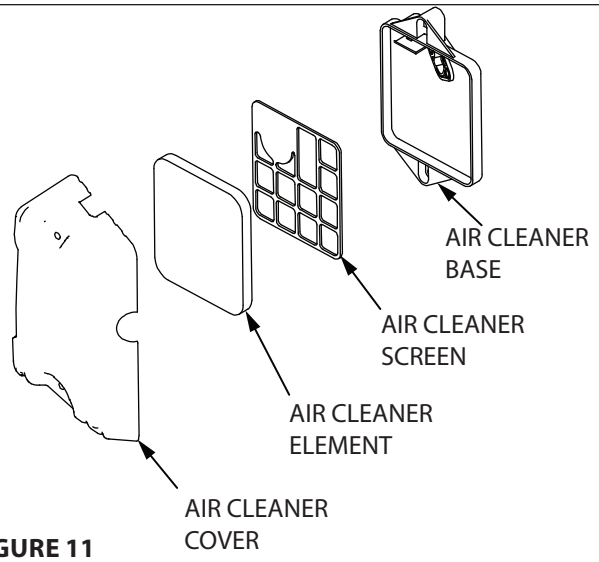

**FIGURE 11**
**Remove/Install Air Filter as follows: SEE FIGURE 11**